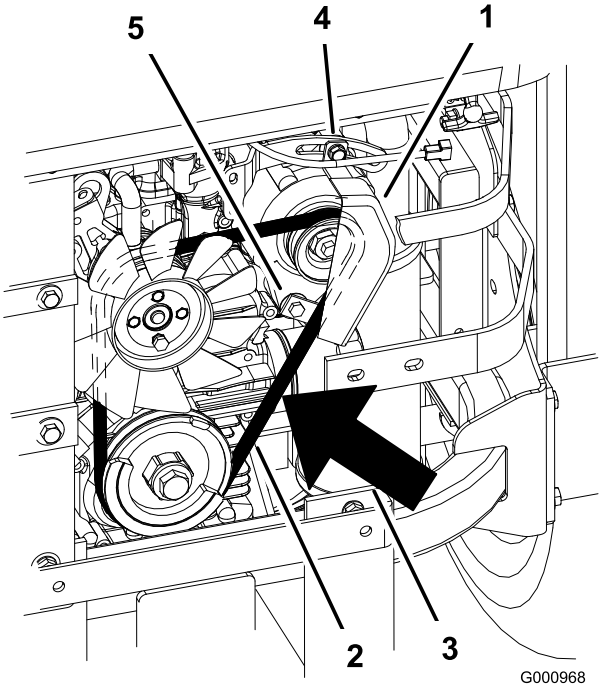

**Figur 72**
2. Juster generatoren til utsiden inntil du kan trykke ned remmene med 7 til 9 mm mellom motoren og generatorens remskiver med 10 kgf styrke (Figur 72).
5. Hvis svikten er korrekt, strammer du øvre og nedre bolt (Figur 72).